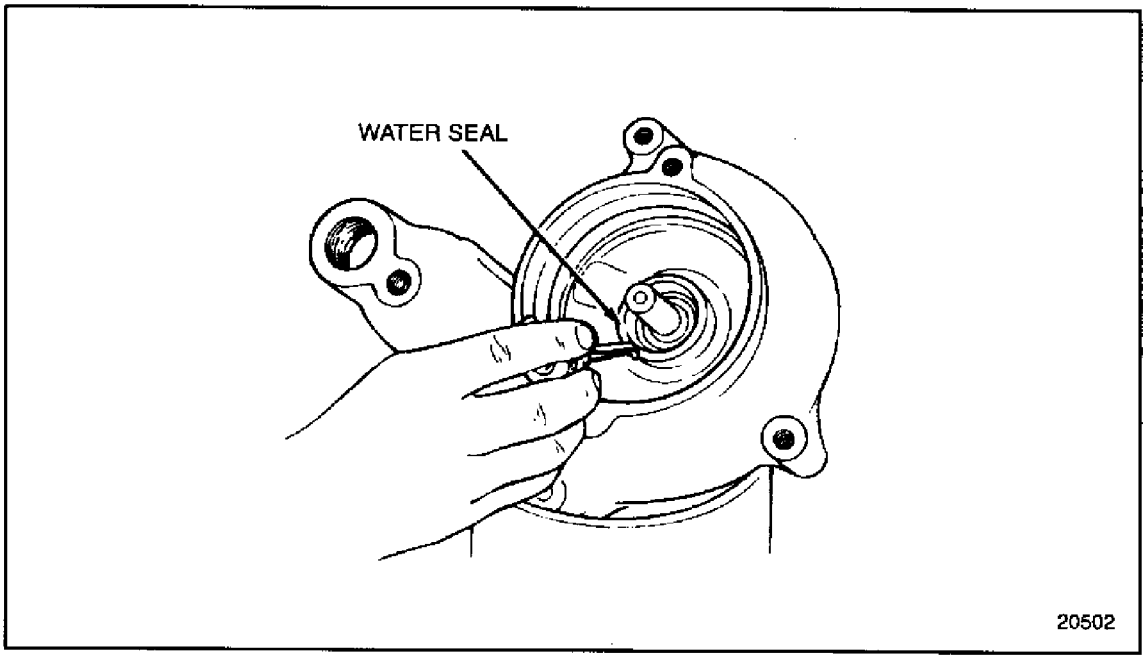

Figure 4-53 Sealer Installation
11. Turn the water pump housing over. Working through the front, apply a coating of Aviation Form-a-Gasket, Form-a-Gasket No. 3 or equivalent to the area where the water pump seal case contacts the pump body. See Figure 4-53.